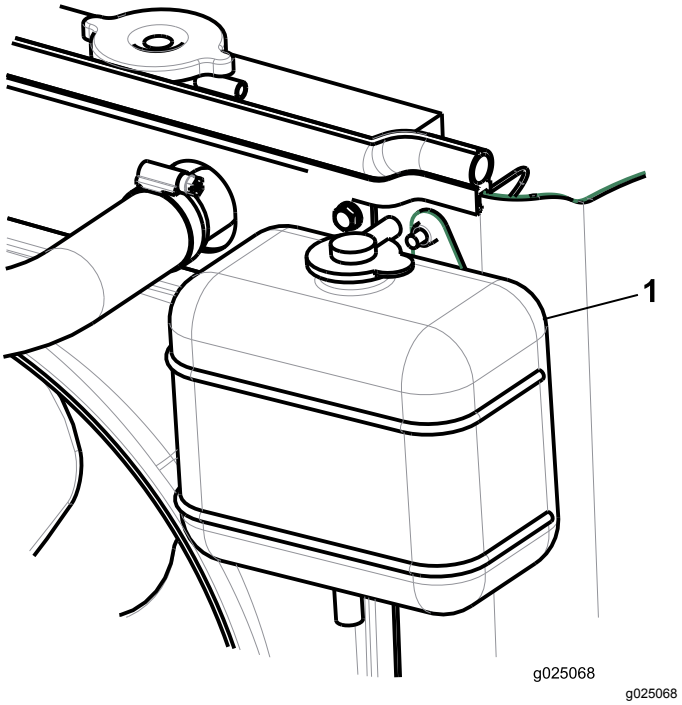

Figuur 22
2. Controleer het koelvloeistofpeil in de expansietank (Figuur 22).